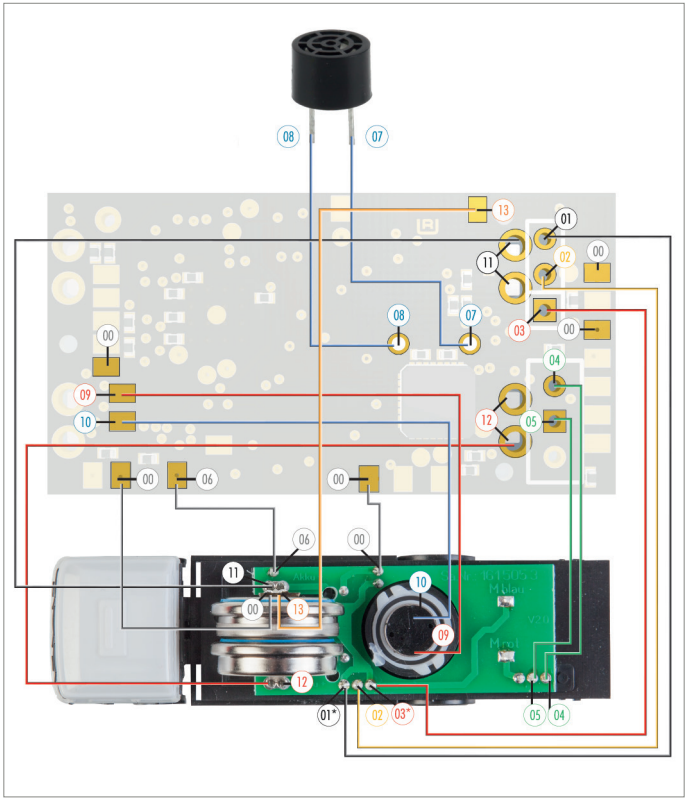

Abb. 43: Anschlussschema, LKW-Modell mit Universalplatine, Akkus gesteckt
***HINWEIS:** Beachten Sie den zuvor von Ihnen definierten und markierten "+" (Plus)-Pol der Ladebuchse und verbinden Sie diesen mit dem Anschluss "03" der Umrüstplatine. Im Anschlusschema Abb. 43 sind "01" und "03" fahrzeugseitig lediglich Beispielbelegungen. S.a. Kap. "Fahrzeug umrüsten".